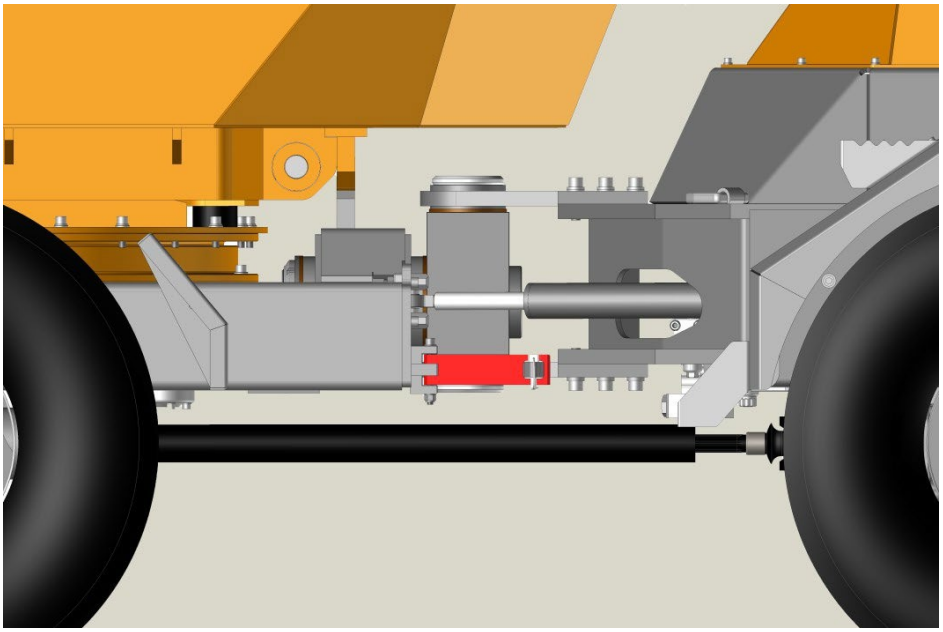

Figure 1. levier de verrouillage de l'articulation en position longitudinale et goupille d'arrêt insérée.
- les parties avant et arrière du tombereau soient parfaitement alignées et que les rotations le long de l'axe longitudinal et transversal de l'articulation aient été bloquées au moyen du levier de blocage en position longitudinale et de la goupille de verrouillage, comme le montre la figure 1.